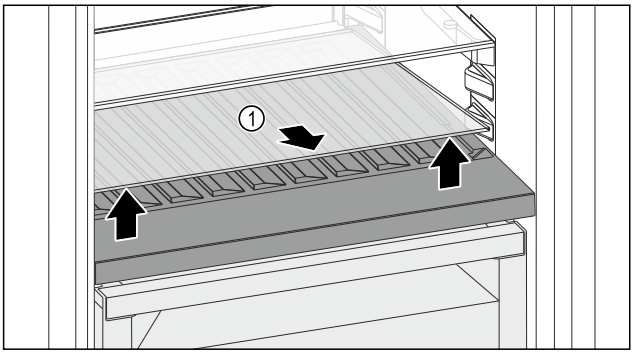

Fig. 188
▶ Sollevare il ripiano di vetro *Fig. 188 (1)* dall'incavo anteriore e rimuoverlo.
▶ Conservare il ripiano di vetro *Fig. 188 (1)* fuori dall'apparecchio in un luogo sicuro.